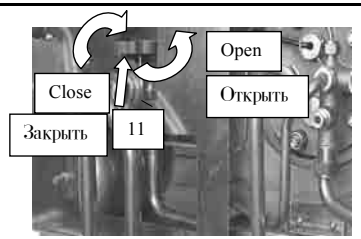

Fig. 2.1
2. Open the c.h. circuit filling valve 11 (Fig. 2.1) until the pressure reaches the normal filling pressure as shown in Fig. 2.2.
2. Откройте кран заполнения системы отопления 11 (рис.2.1) и закройте, когда давление достигнет значения, указанного на рис.2.2.